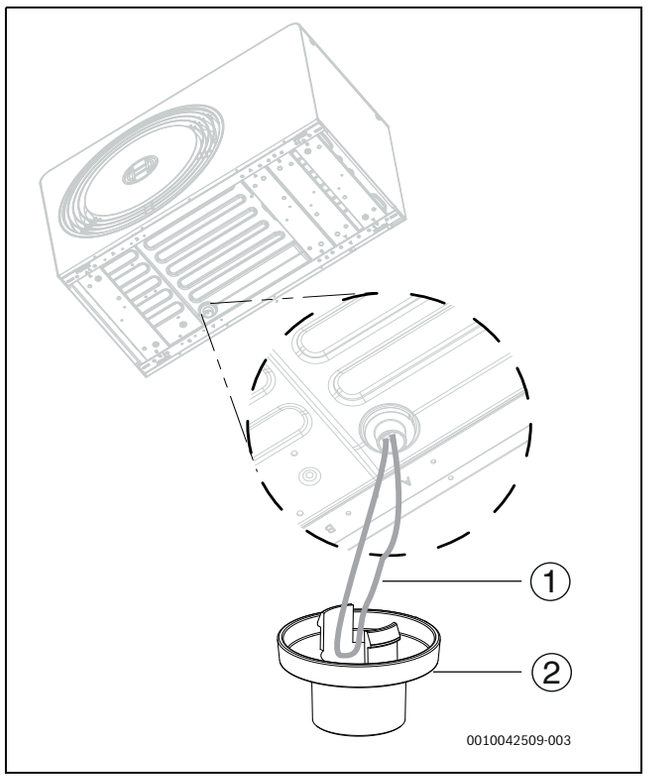

*Fig. 23 Installazione del tronchetto di scarico*
3. Tirare fuori il cavo ad anello del riscaldatore della vaschetta di raccolta e spingerlo all'interno del tronchetto di scarico (→bild 23). Applicare il tronchetto di scarico sulla pompa di calore.